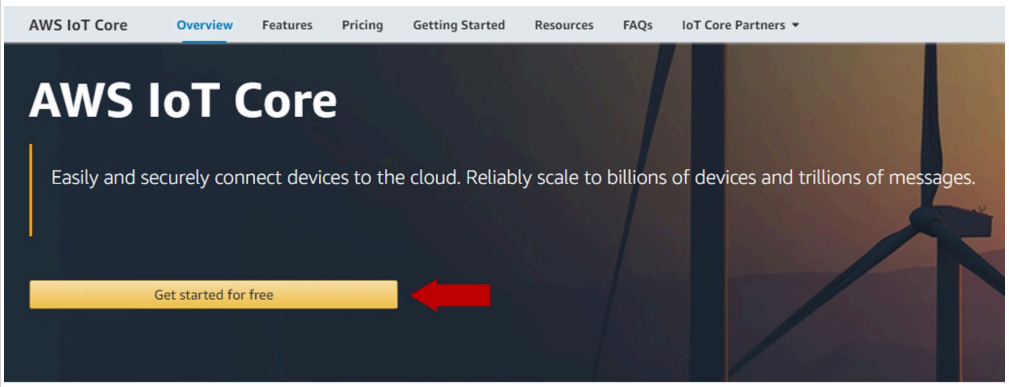

Figure 2. Get started with AWS IoT Core for free
1. Go to https://aws.amazon.com/iot-core/ and click *Get started for free* button as shown in Figure 2: